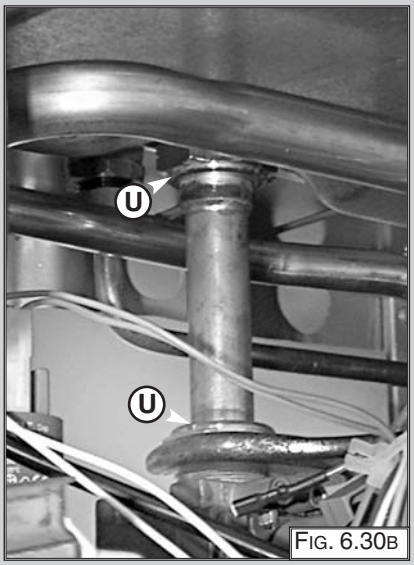

Fig. 6.30B
3. Release the nuts “U” (Fig. 6.30B);